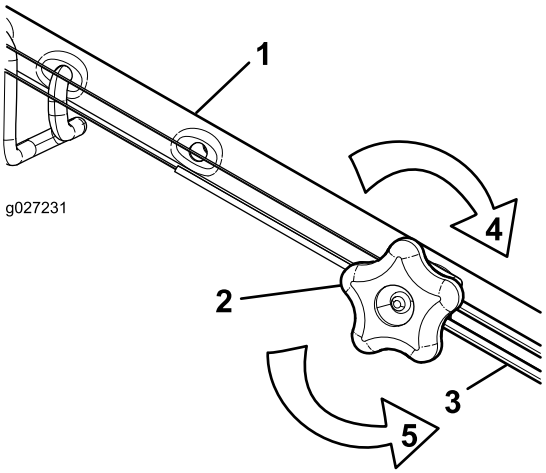

Figur 38
1. Vrid justeringsvredet moturs för att lossa kabeljusteringen (Figur 38).
2. Justera kabelspänningen (Figur 38) genom att dra den tillbaka eller trycka den framåt och sedan hålla den i det läget.